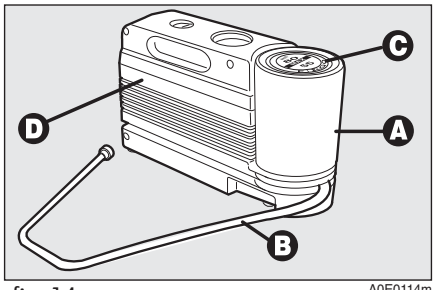

fig. 14 A0E0114m
The kit **fig. 14** is placed in the boot. In this container are also housed the screwdriver and the tow hitch.
- ❒ a bottle **A-fig. 14** containing the sealer, fitted with: